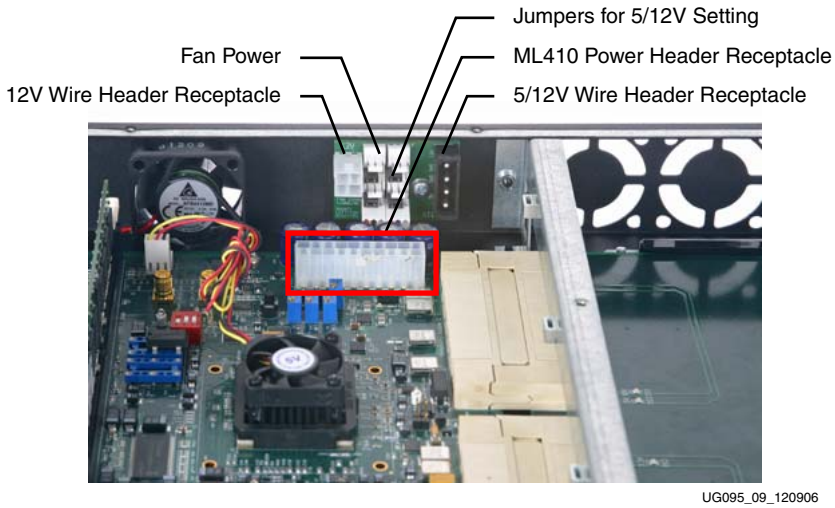

*Figure 9:* **Fan PCB (Close-up)**
a. For 12V fans (shipped with the chassis), connect the square header of the 12V wire to the Fan PCB located by the two pre-installed fans (see Figure 9).
c. To use 5V for the fans, move the jumpers to the right (see Figure 9).
More fans (instructions not given) can be added to cool the personality module. The power for additional fans is connected to the Fan PCB (Refer to Figure 9, page 13).